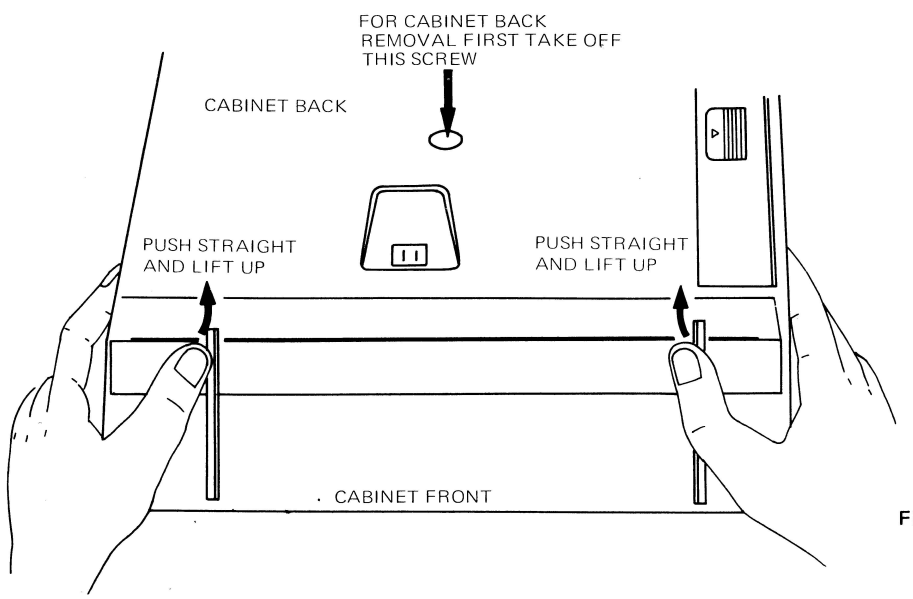

Fig. 1
3. Depressing the cabinet bottom with both thumb, open the back cabinet. See Fig. 1 below.